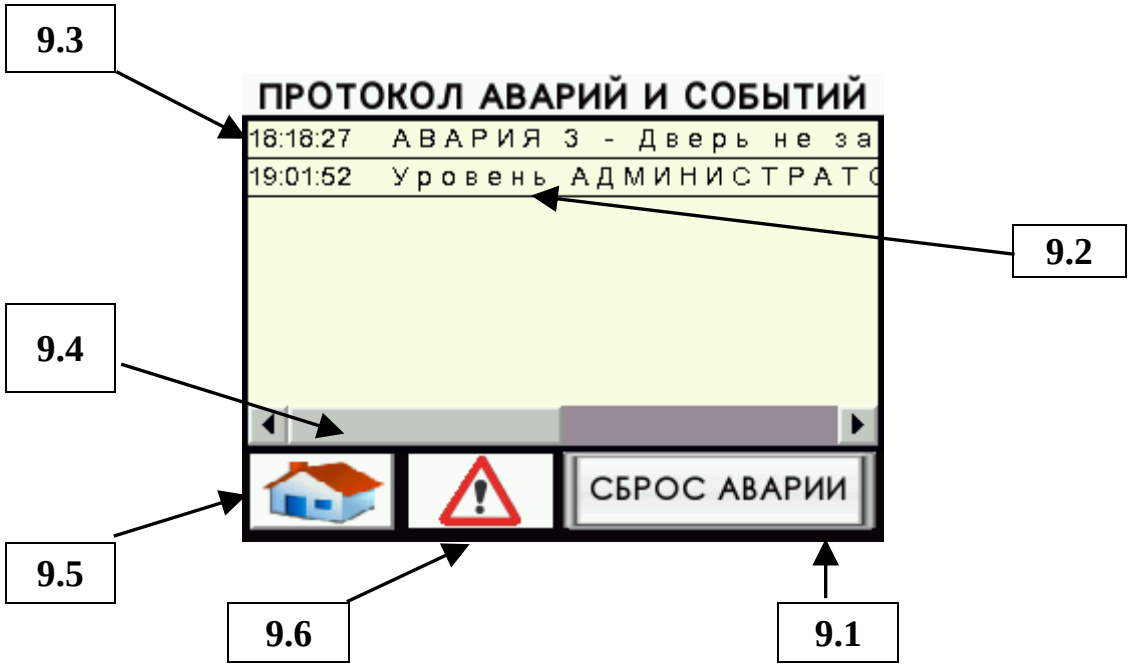

Рисунок 33 – Экран «Протокол аварий и событий»
8.4 При аварии датчика двери, ПЛК, ПЧ или электродвигателя на экране СП включается индикатор красного цвета 1.8 . После устранения аварии или неисправности нажать кнопку 9.1 (Рисунок 33).
Экран «Протокол аварий и событий» (Рисунок 33) содержит следующие кнопки и поля ввода и отображения данных: